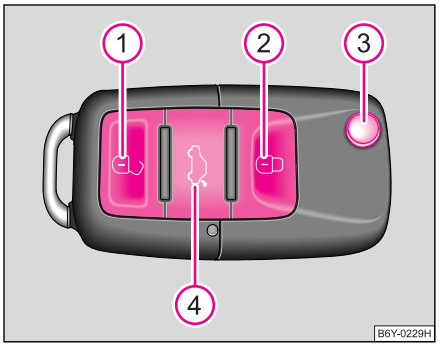

Fig. 28 Cheie cu semnal
– Apăsați tasta (4) cca. 1 sec. ⇒ fig. 28.